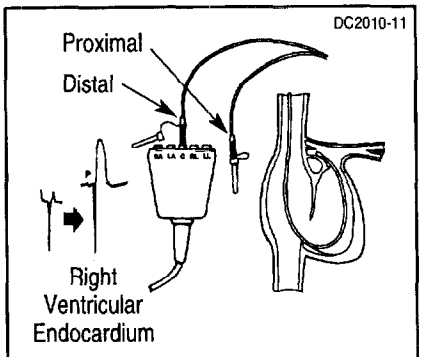

Figure 5. EKG monitoring from distal electrode
6. Connect the distal electrode to a V lead of a properly isolated electrocardiograph (Figure 5). Under continuous ECG monitoring, advance the probe several centimeters until ST segment elevation of the ECG indicates contact with the endocardium.